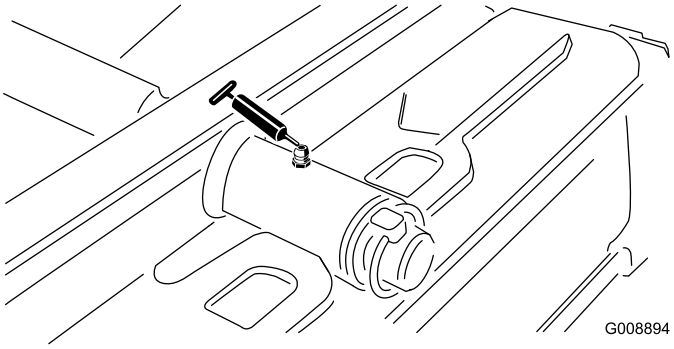

**Figur 47**
- Bakre klippeenhetsaksel (Figur 47)